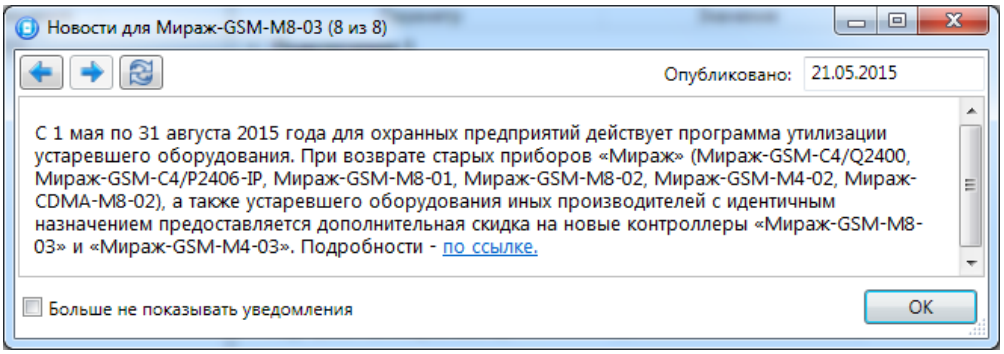
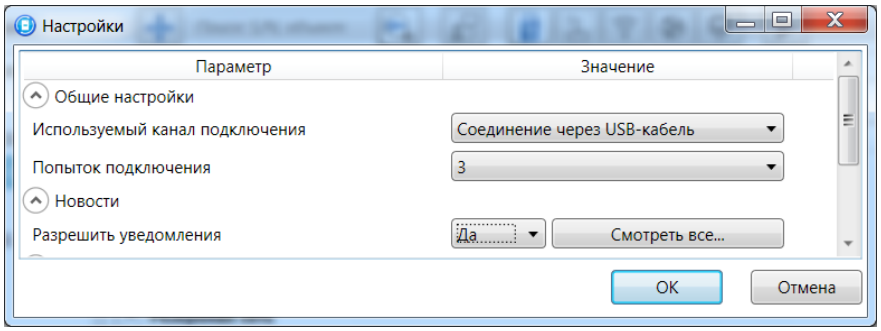

Рис. 11.8. Новость
Рис. 11.10. Окно *Настройки*
Например, при добавлении контроллера Мираж-GSM-M8-03 **автоматически** представленная на рис. 11.8 новость.
2. В открывшемся окне *Настройки* (рис. 11.10) нажмите кнопку Смотреть все... . В результате откроется окно *Новости*, представленное на рис. 11.8 выше.